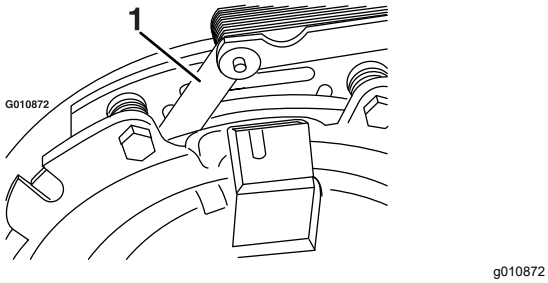
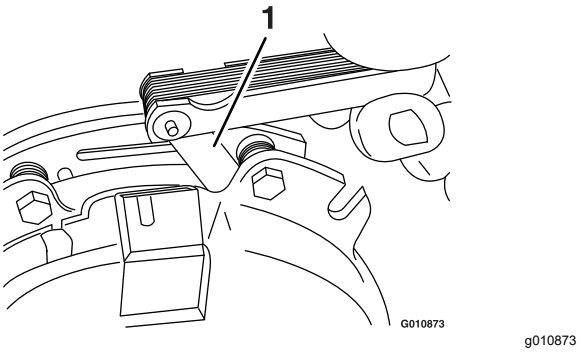

Figur 80
Figur 81
E. Brug en søgelære på 0,25 mm til at kontrollere, at der er et gab mellem rotor- og armaturoverfladen på begge sider af bremsestangen som vist i Figur 80 og Figur 81.